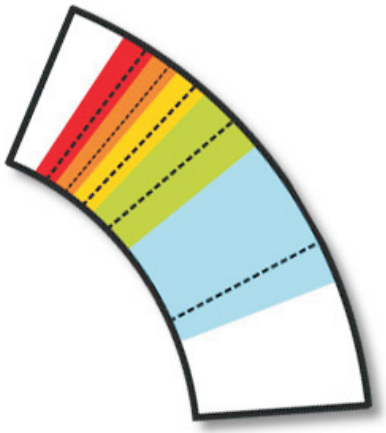

**Figur 36**
**Standardhydraulik (model 44701):** Indstil hydraulikstyringen til den stiplede startlinje i det tilsvarende farveområde (Figur 36). Du kan variere hastighederne inden for det tilsvarende farveområde, hvis nødvendigt.